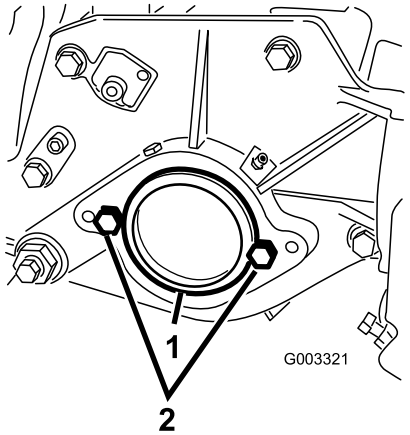

Bild 7
2. Nehmen Sie rechts am Mähwerk den Plastikstöpsel vom Lagergehäuse ab (Bild 7).
3. Nehmen Sie die zwei Kopfschrauben von der rechten Seitenplatte ab (Bild 7).
2. Kopfschraube (2)
5. Schrauben Sie die zwei Befestigungsschrauben für den Spindelmotor lose an der linken Seitenplatte des Mähwerks fest (Bild 7).